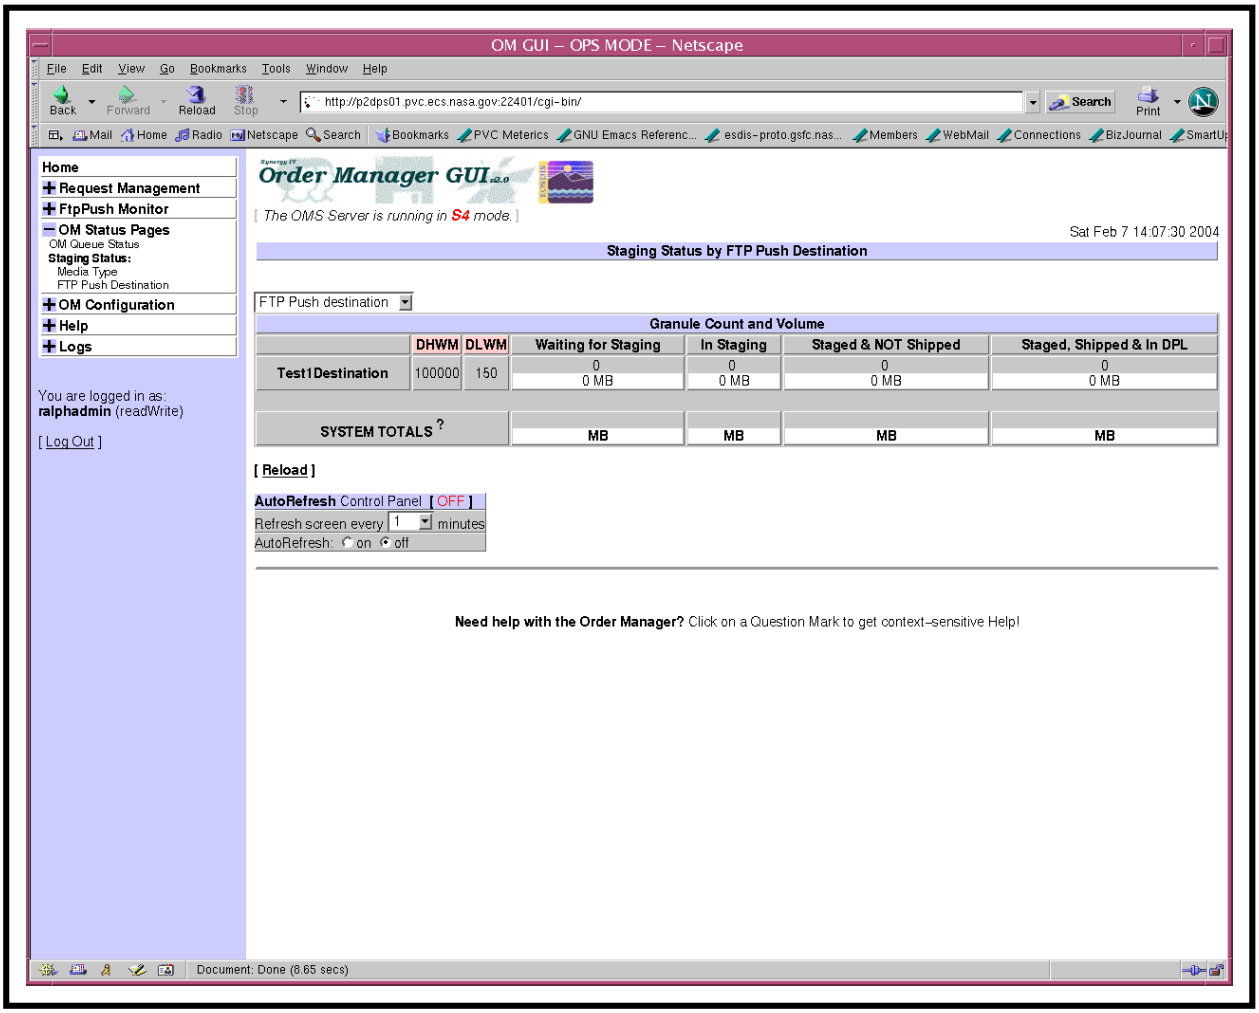

Figure 52. Staging Status by FTP Push Destination Page
- The **Staging Status by FTP Push Destination** page (Figure 52) is displayed.